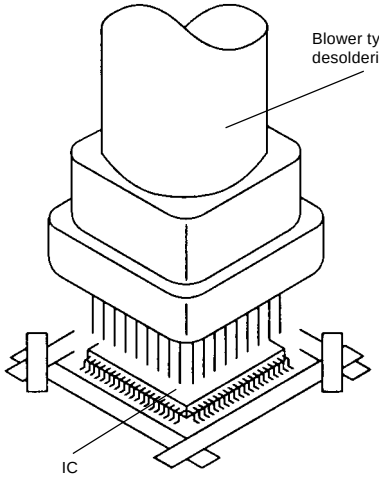

Fig. 4-2
2. Heat the IC leads using a blower type IC desoldering machine. **(Refer to Fig. 4-2.)**